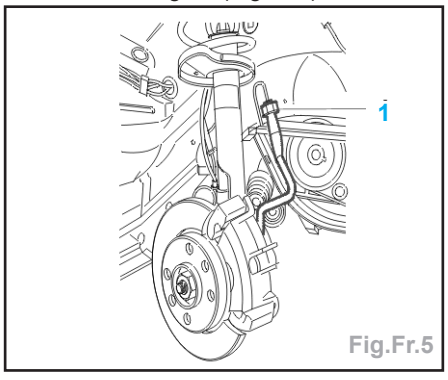

Fig.Fr.5
- Débrancher le flexible de frein sur la canalisation rigide (Fig.Fr.5).